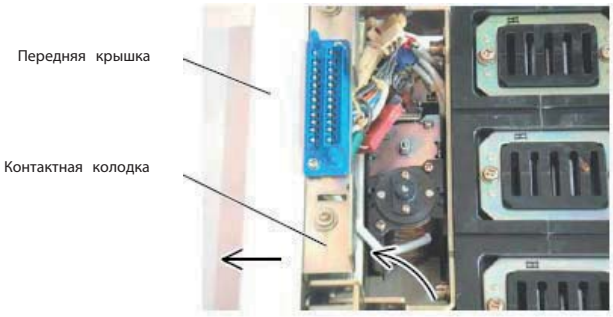

Рис. 58. Поворачивание контактной колодки
(3) Сдвиньте переднюю крышку влево поверните контактную колодку вверх, как показано на рис. 58.
5) Поверните контактную колодку вверх, как показано на рис. 58.